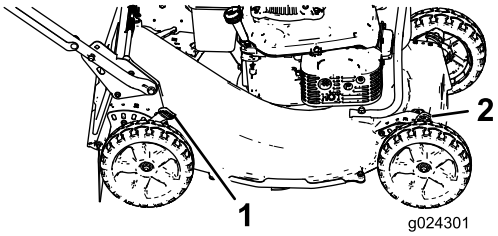

Figuur 13
1. Druk de maaihoogtehendel tegen het wiel (Figuur 13) en kies de gewenste maaihoogte.